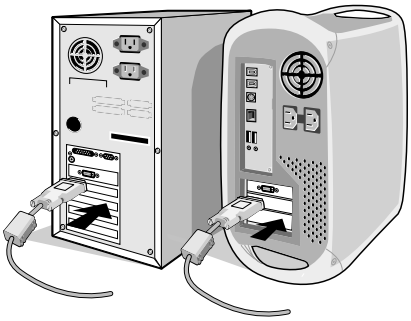

Figura B.1
3. **Per il PC o il Mac con l’uscita digitale DVI:** Collegare il cavo segnali DVI (non incluso) al connettore della scheda video del sistema (**Figura B.1**). Serrare tutte le viti.